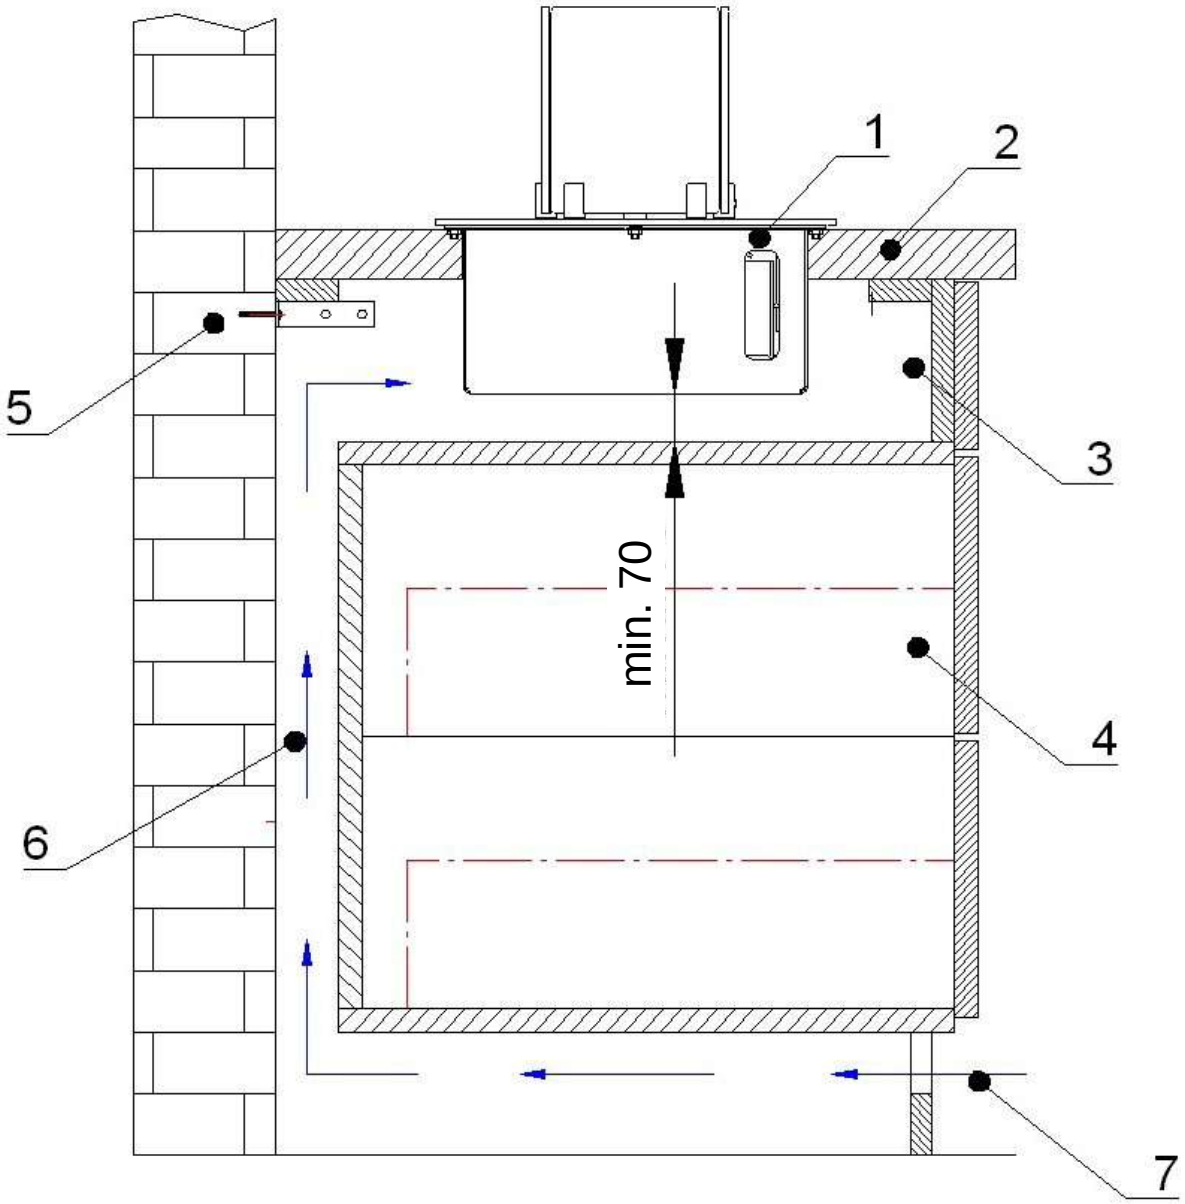

Rys. 2 Przykład szafki wyciąganej
- Przestrzeni pod obudową Quadra Inside (komora obudowy, rys. 2) nie wolno wykorzystywać do składowania jakichkolwiek rzeczy. Przestrzeń do składowania rzeczy i komorę obudowy należy przestrzennie rozdzielić od siebie ślepym pułapem i tylną ścianą.